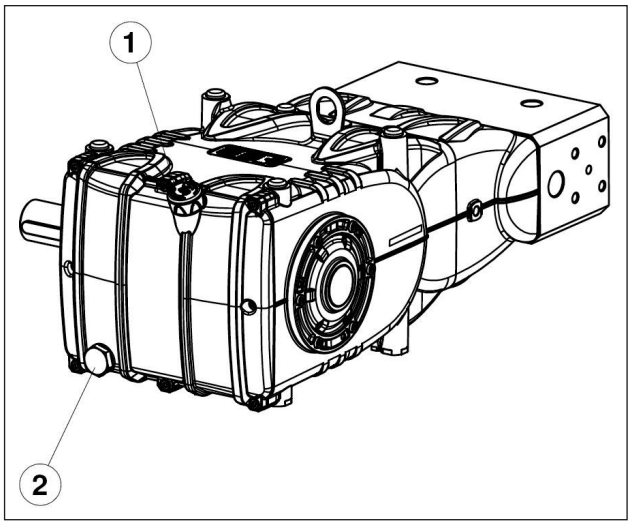

Abb. 3
Überprüfen Sie den Ölstand und füllen Sie bei Bedarf Öl über den Ölmessstab Pos. ①, Abb. 3.
Die Ölstandprüfung hat mit der Pumpe auf Umgebungstemperatur zu erfolgen, für den Ölwechsel soll die Pumpe dagegen auf Betriebstemperatur sein. Entfernen Sie dazu: den Ölmessstab Pos. ①und anschließend den Verschluss Pos. ②, Abb. 3.